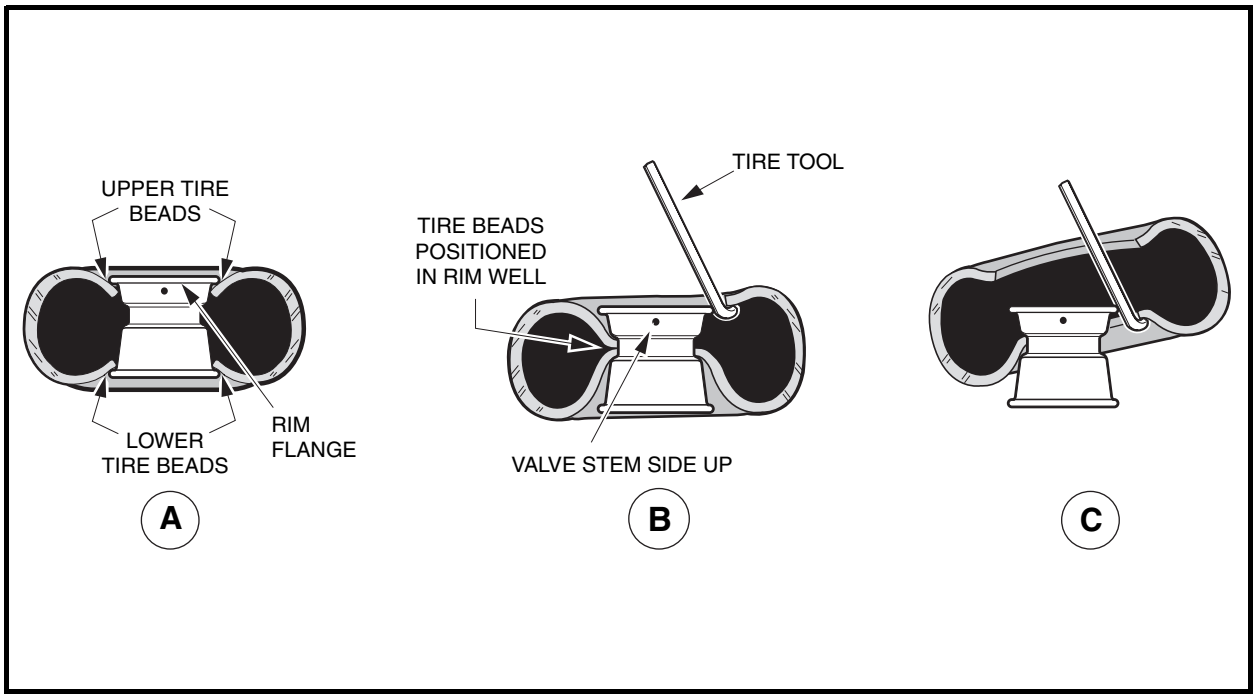

Figure 7-1 Tire Removal
3.1. If a tire machine is not available, loosen both tire beads by applying pressure to the tire side walls and pushing the tire bead away from the rim flange and into the rim well **(Figure 7-1, Page 7-2, Detail A)**.
3.2. With the valve stem side of the wheel up, use a tire tool to carefully start the upper bead over the edge of the wheel rim (**Figure 7-1, Page 7-2, Detail B)**. **See following CAUTION.**
3.3. When top bead is free of the rim, pull the bead from the bottom side of the rim up into the upper part of the rim well. Insert the tire tool under the lower bead as shown (**Figure 7-1, Page 7-2, Detail C)** and carefully pry the lower bead over the rim flange.